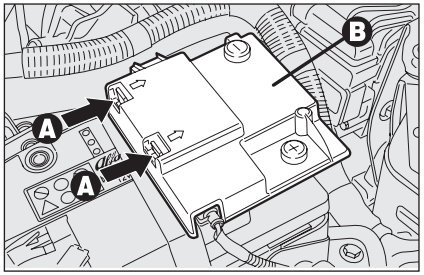

rys. 62
- ❒ nacisnąć na zaczepy mocujące **A-rys. 62** i wyjąć pokrywę zabezpieczającą **B**;